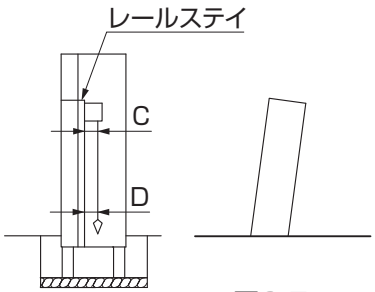

図3-5
●レールステイ上端と下端の相対寸法差が上記「②」の寸法を超えた図3-5の場合、シャッターが取付けられなかったりシャッター取付け後に異音やキズが発生して正常に作動しなくなる場合があります。